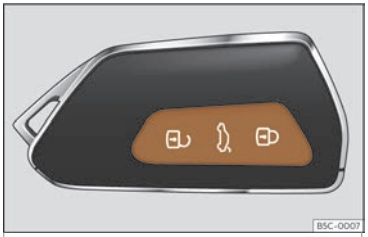

Fig. 76 Clau per control remot:tecles
- Bloquejar: premeu el botó ››› **fig. 76**.